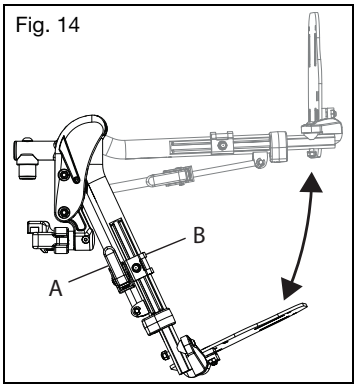

Fig. 14
a. Para elevar el apoyapiernas elevable profesional, alce su tubo (Fig. 14:A) al ángulo de elevación deseado.
b. Para bajar el apoyapiernas elevable profesional, mantenga presionado el bloqueo de la palanca (Fig. 14:B) mientras empuja el tubo del apoyapiernas (Fig. 14:A) hacia abajo.